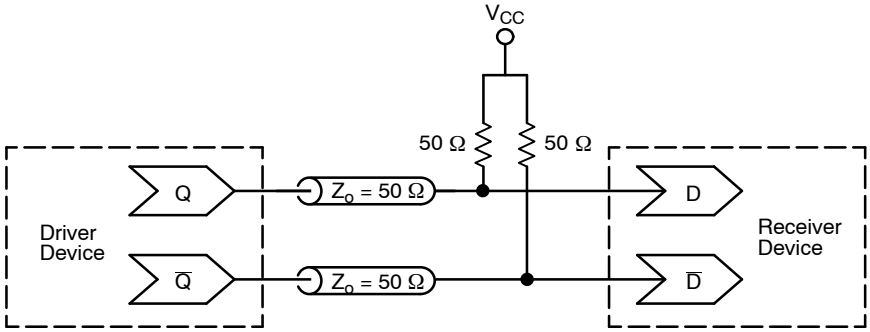

Figure 14. Typical Termination for Output Driver and Device Evaluation
1. CML outputs require 50 Ω receiver termination resistors to V_{CC} for proper operation. See Figure 14.